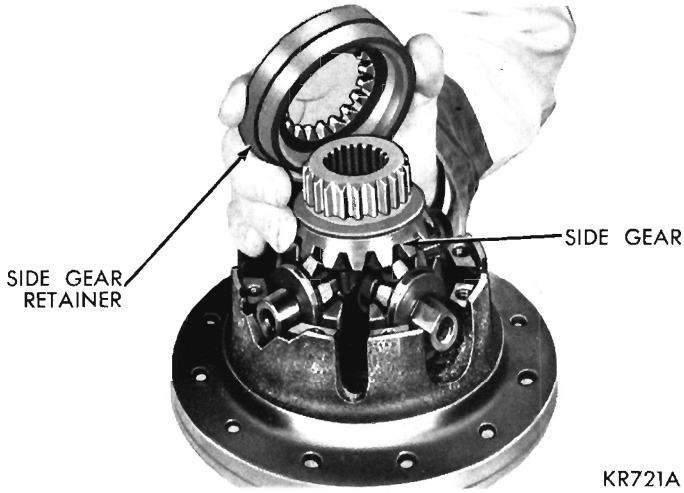
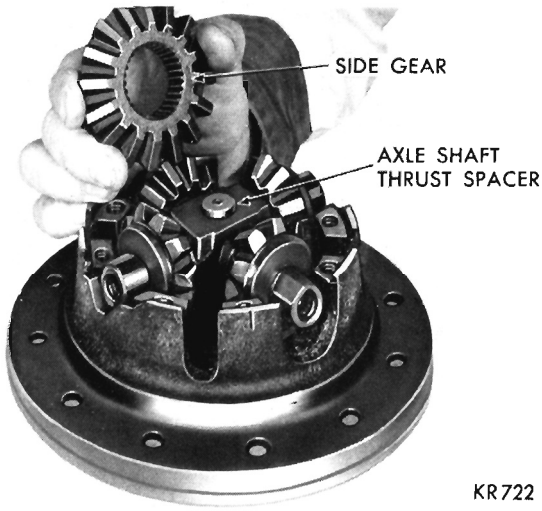

Fig. 14—Removing or Installing Side Gear Retainer (Cap Side)
Fig. 15—Removing or Installing Side Gear (Cap Side)
(3) Remove side gear retainer (Fig. 14), and side gear (Fig. 15).